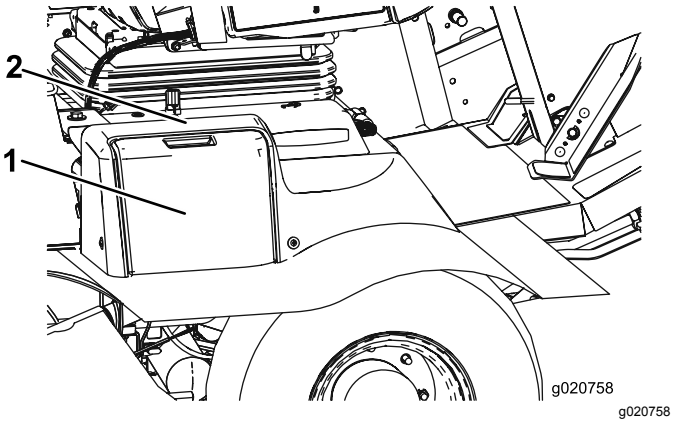

**Figuur 77**
1. Open het accudeksel aan de zijkant van het scherm (Figuur 77).
**Opmerking:** Druk op het vlakke deel boven het accudeksel om het deksel gemakkelijker te kunnen wegnemen (Figuur 77).